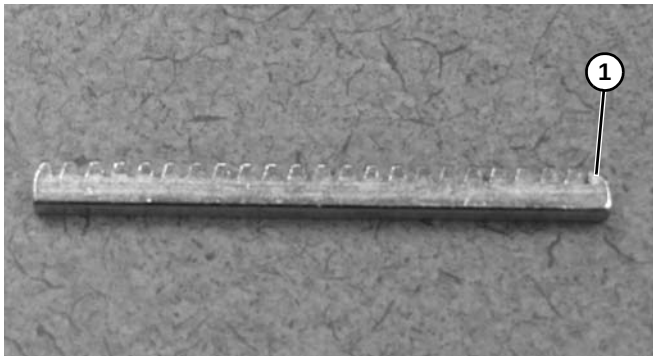

Abbildung 106
*Sicherstellen, dass die gebogene Seite **(Abbildung 106, Teil 1)** der Zahnstange NICHT in den Förderbandrahmen eingebaut ist.*